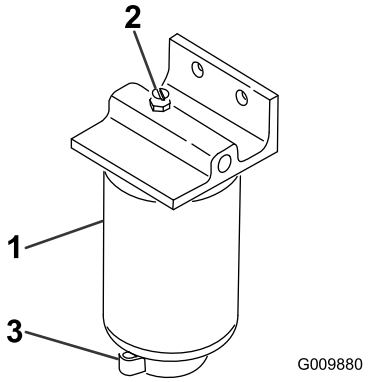

Figur 47
2. Lossa avtappningsventilen i botten på filterskålen (Figur 47).
1. Rengör området där filterskålen ska monteras (Figur 47).